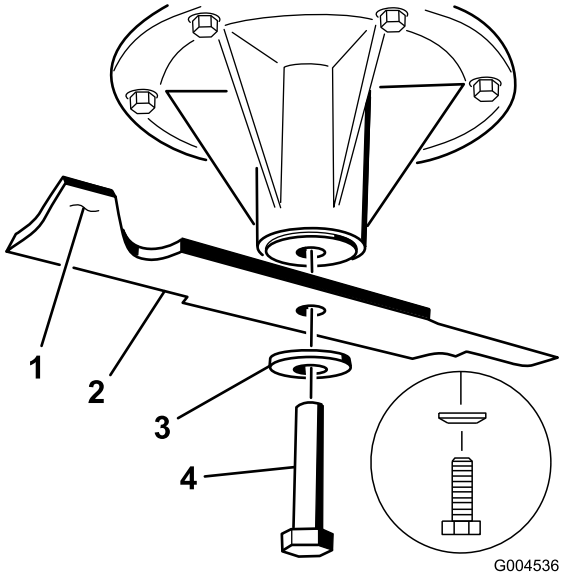

Figur 94
2. Avlägsna knivskruven, den böjda brickan och kniven från spindelaxeln (Figur 94).